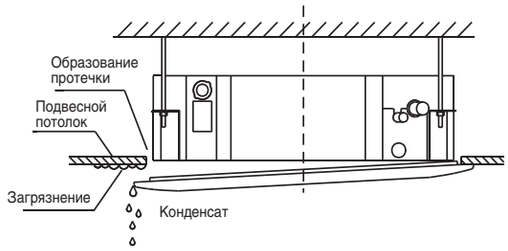

Рис. 4-9
- Некорректная затяжка крепежа может привести к протечке конденсата (рис. 4-9).